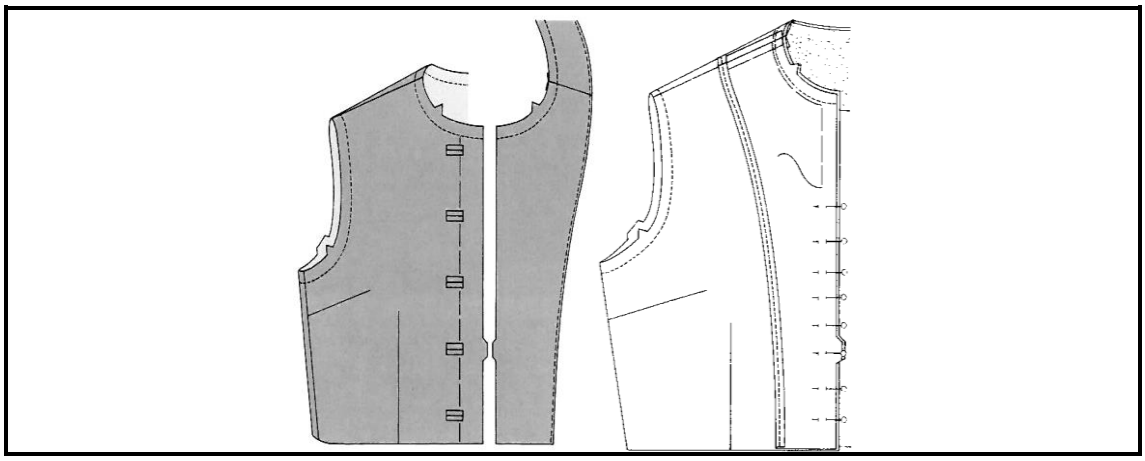

FIGUUR 7 (10)
8.5 Bestudeer die sketse in FIGUUR 7 en verduidelik hoe 'n verlengde belegsel aan die voorkant van 'n rok geheg kan word.